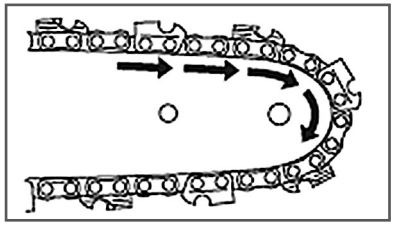

Рис. 3 Установка пильной цепи
4. Установите пильную цепь как показано на Рис. 3. При установке цепи следите за тем, чтобы режущая кромка зуба была расположена вперед по ходу движения цепи, т.е. по часовой стрелке.